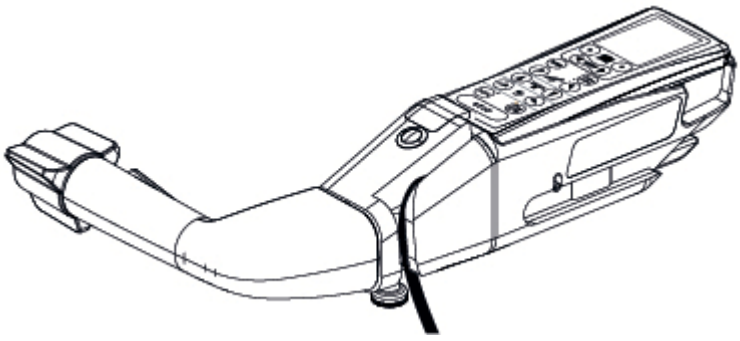

Figura 6-8. Instalar el mando a distancia
3. Empuje el mando a distancia en el mango para el traslado motorizado para fijarlo en su lugar. Consulte la *Figura 6-8*.